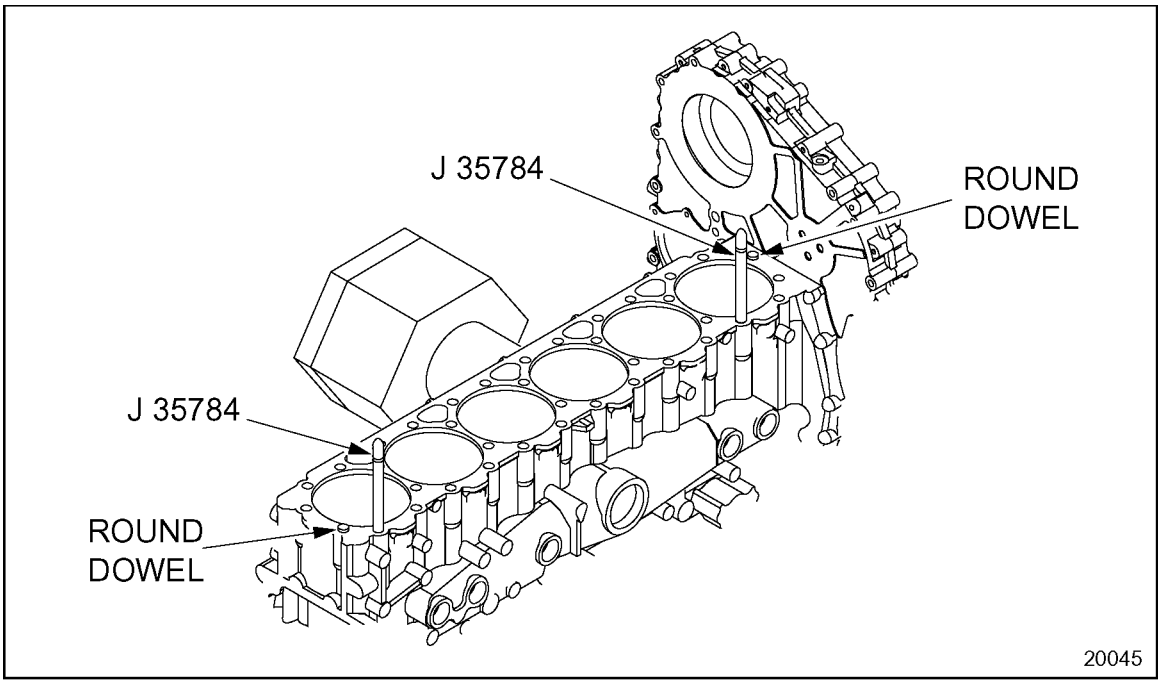
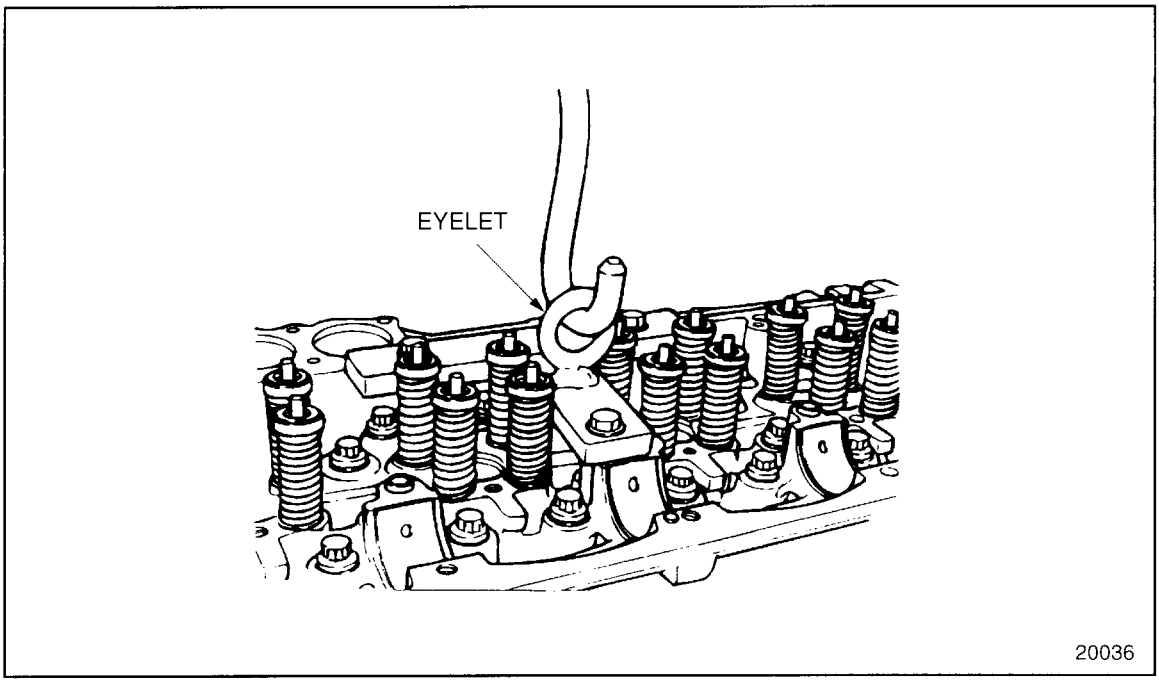

Figure 1-44 Cylinder Head Guide Studs
Figure 1-45 Cylinder Head Installation
2. Position the head gasket on the block and install cylinder head guide studs, J 35784, at front and rear of the block. See Figure 1-44.
3. Lift the head into position with lift bracket, J 35641. See Figure 1-45. Lower it into place over the guide studs, J 35784, until it seats on the block deck dowels. See Figure 1-44.